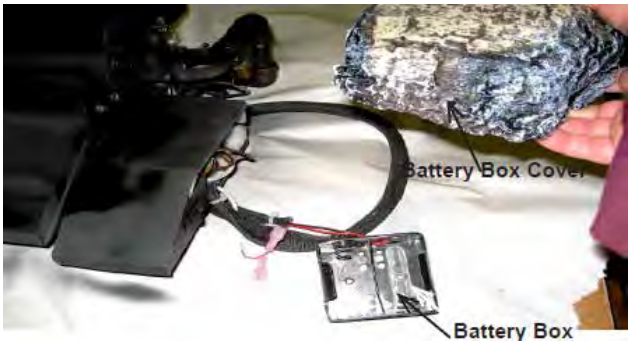

Figure 7.1 Batteries and Log Cover
4. This appliance includes a battery box which holds 2 “D” size batteries. The battery box should be placed in the right front corner of your fireplace and covered with the log cover as shown in Figure 7.1.